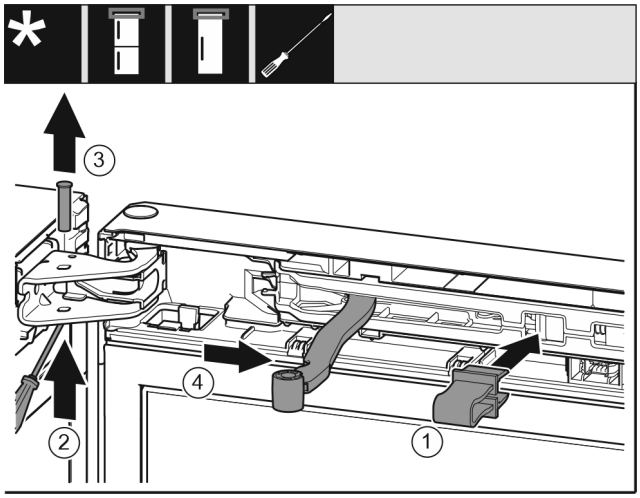

Fig. 10
▶ Fixați în poziție siguranța *Fig. 10 (1)* în deschizătură.
▶ Scoateți prin glisare bolțul *Fig. 10 (2)*.
▶ Extrageți în sus bolțul *Fig. 10 (3)*.
▶ Rotiți articulația *Fig. 10 (4)* în direcția ușii.